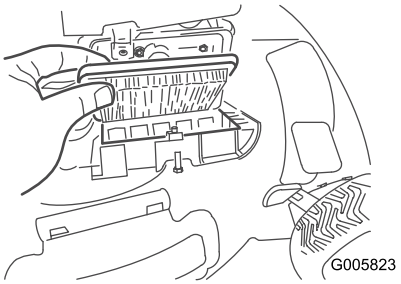

Figura 21
2. Sostituite il filtro dell'aria (Figura 21).